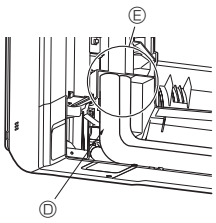

Fig. 3-10
6. Couvrir la partie évasée du raccord avec le cache-tuyaux du raccord en L ④ pour qu'il ne soit pas exposé. (Fig. 3-10)
- Ⓐ Raccord en L ④
8. Couvrir la partie évasée du raccord avec le cache-tuyaux du raccord en L ④ pour qu'il ne soit pas exposé. (Fig. 3-10)